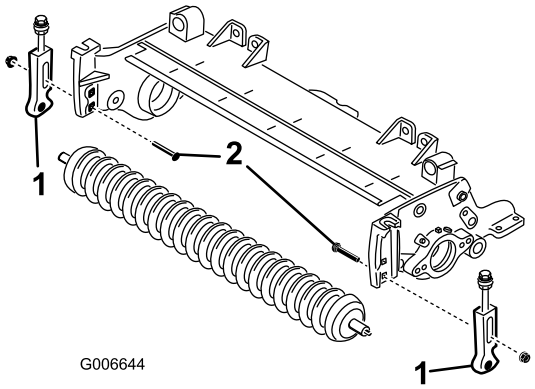

Figura 4
5. Retire os parafusos e porcas de carroçaria que fixam os suportes da altura de corte às placas laterais da unidade de corte (Figura 4).
7. Retire os suportes da altura de corte e o rolo dianteiro das placas laterais da unidade de corte (Figura 4).